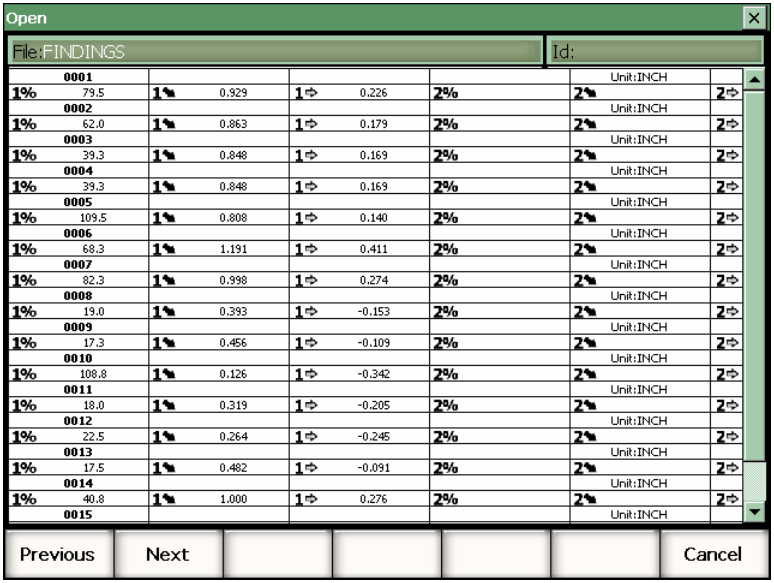

Figure 10-7 File summary
2. Press **Summary** to view a measurement summary for all the saved IDs in the selected file (see Figure 10-7 on page 207).